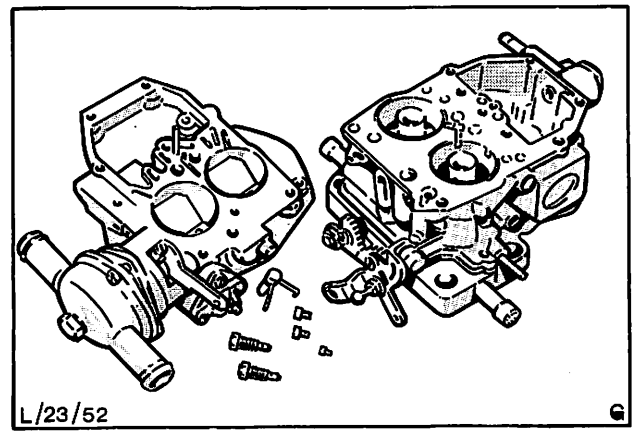

Abb. 110 Zu reinigende Teile
9. Schwimmerkammer, Vergaserdeckel und Düsen reinigen. Sicherstellen, daß alle Düsen und Düsensitze im Vergasergehäuse gereinigt werden, Abb. 110.